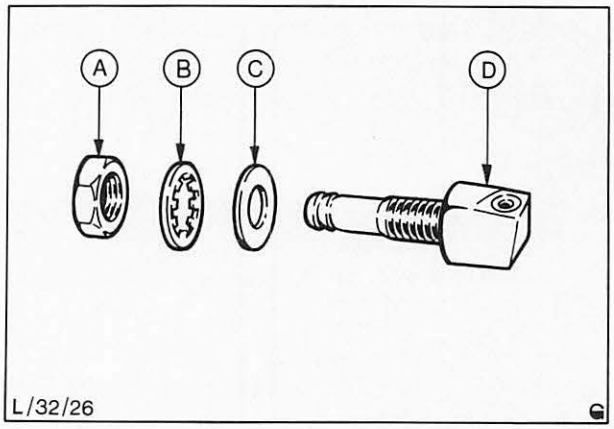

Abb. 54 A = Mutter B = Zahnscheibe C = Dichtscheibe D = Spritzdüse
2. Schlauch von der Spritzdüse abziehen, Mutter abschrauben, Dichtscheibe entfernen und Düse herausnehmen, Abb. 54.